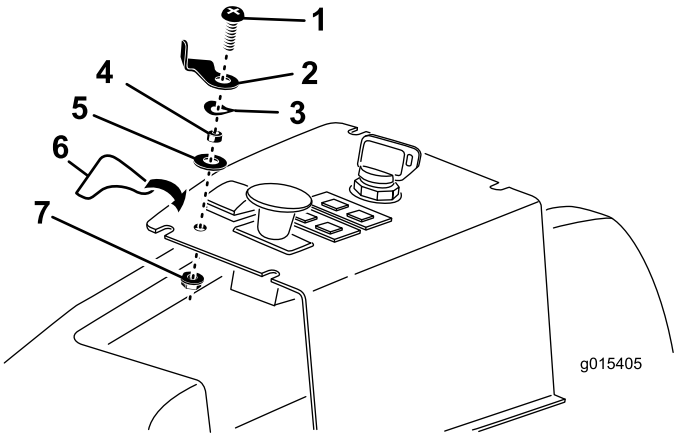

Figuur 13
3. Monteer de liftvergrendelingshendel, afstandsring, golfring en platte ring op de cilinderkopschroef van 1/4 x 1 inch. Volg hierbij Figuur 13.
4. Breng de schroef van de liftvergrendelingshendel aan op het gat in het bedieningspaneel en zet vast met een borgmoer. Plaats de liftvergrendelingshendel zoals op Figuur 13.
5. Plak de sticker van de liftvergrendelingshendel op het bedieningspaneel. Raadpleeg hiervoor Figuur 13.